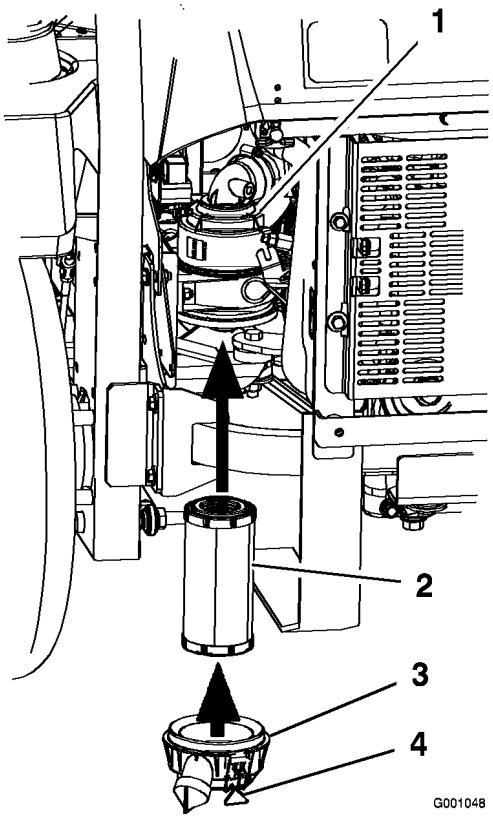

Figur 34
2. Isæt forsigtigt det nye filter i filterhuset (Figur 34). Sørg for, at det er helt på plads ved at skubbe på filterets yderste kant, mens det installeres.
3. Monter luftfilterdækslet, og fastgør låsene (Figur 34).